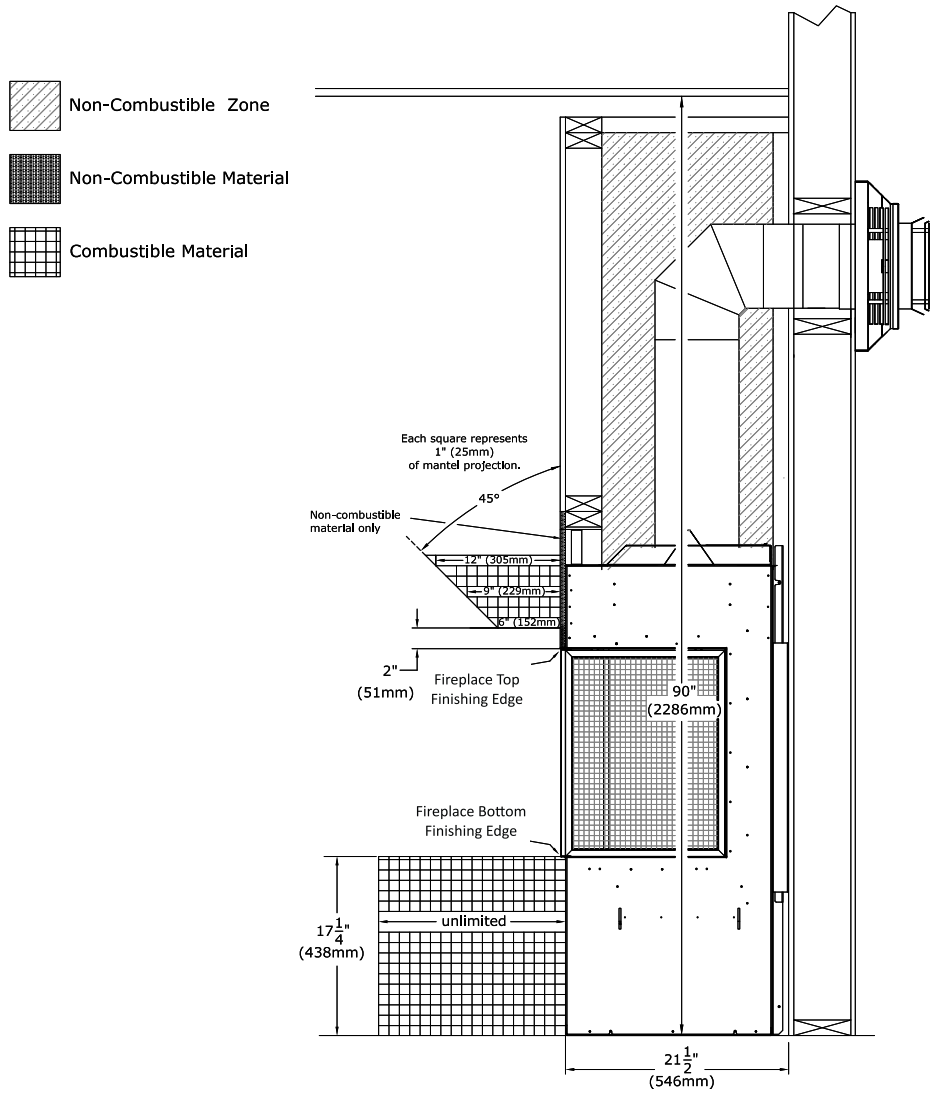

Figure 3.27 - Mantel and Hearth Projection
- **Combustible Mantel Projections:** A maximum of a 6" (152mm) mantel can be installed at 2” (51mm) above the side and top finishing edge. Mantel projections can increase 1” (25mm) of depth for every 1” of height starting at the 6” (152mm) mantel. See Figure 3.27.
- **Combustible Hearth**: Combustible hearth can have an unlimited projection. Hearth can be raised flush to the bottom finishing edge. See Figure 3.27.